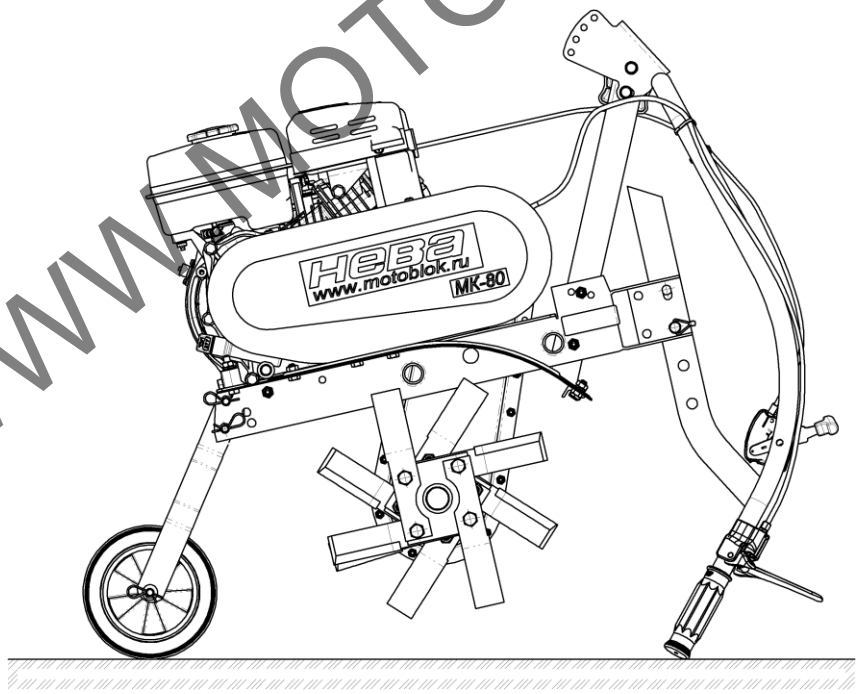

Рис.10 Мотокультиватор МК80. Парковочное положение
8. Установить МК в парковочное положение (рис.10). Установить фрезы-культиваторы на полуоси редуктора и зафиксировать их стопорами. Стопоры устанавливать спинкой (выгнутой частью) по ходу движения (рис.12, 13).